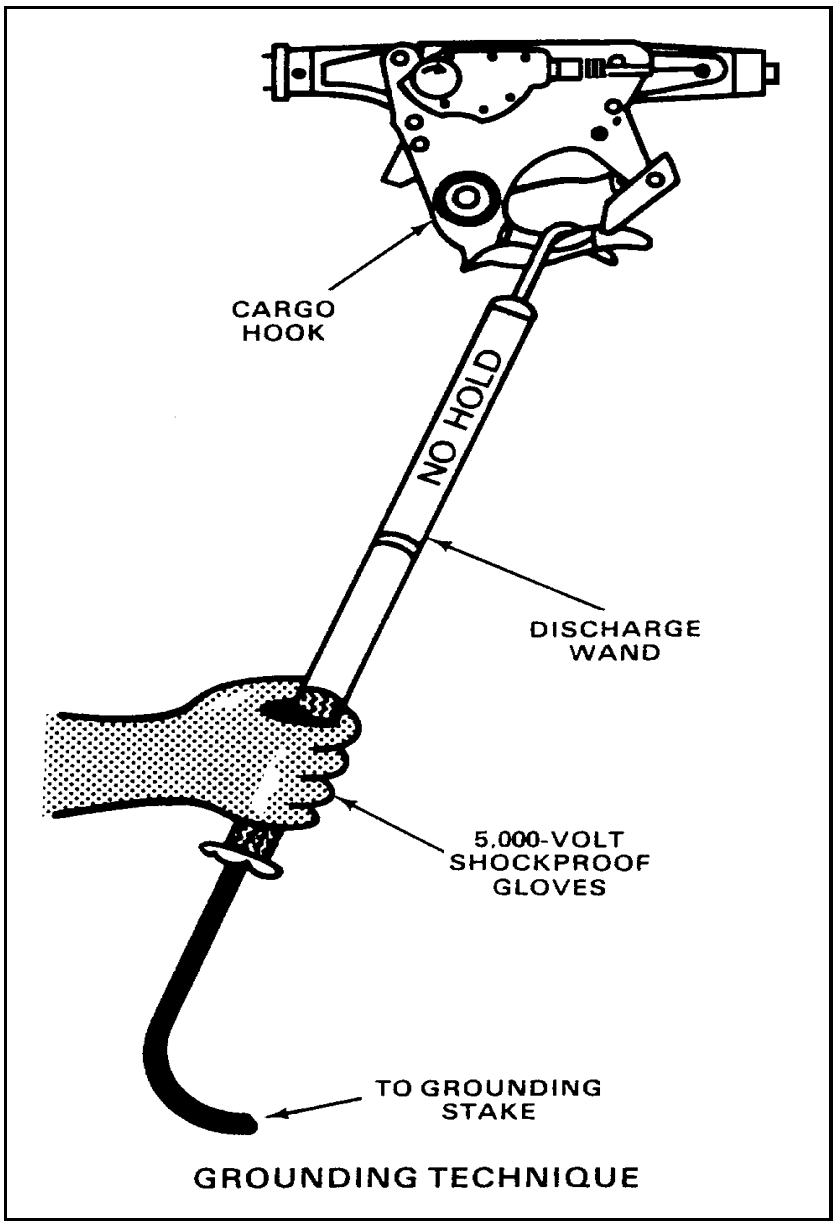

Figure 18-5. Grounding technique
••To avoid the possibility of a static electric shock, ground crewmen use static discharge wands (field expedient or manufactured) and grounding stakes to ground the cargo hook. Since the wand channels the electricity from the helicopter directly into the ground, the ground crewman will not be shocked when he connects the apex fitting to the cargo hook as shown in See Figure 18-5, page 18-6.
••When the helicopter is in correct position for hook-up, the static ground man grounds the aircraft by contacting the static wand to the cargo hook as shown in Figure 18-5, page 18-6, and maintains continuous grounding contact. The hook-up man then places the apex fitting on the cargo hook and ensures that the hook is properly closed.